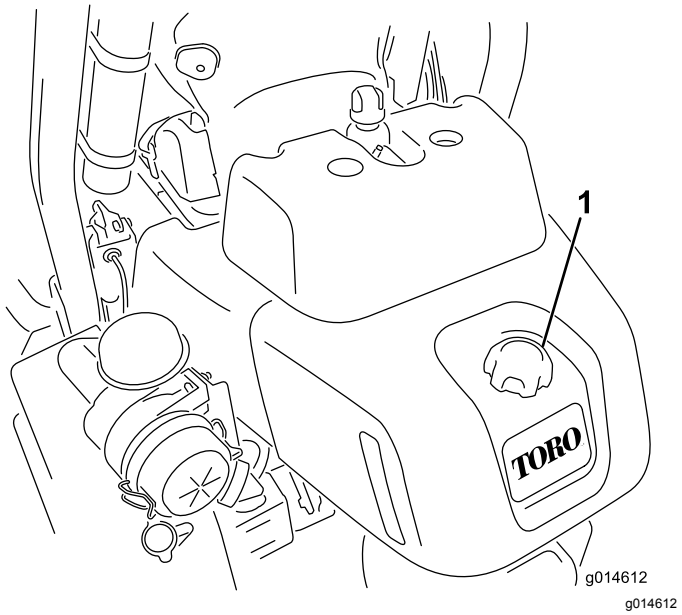

Figur 24
1. Gör rent omkring tanklocket (Figur 24).